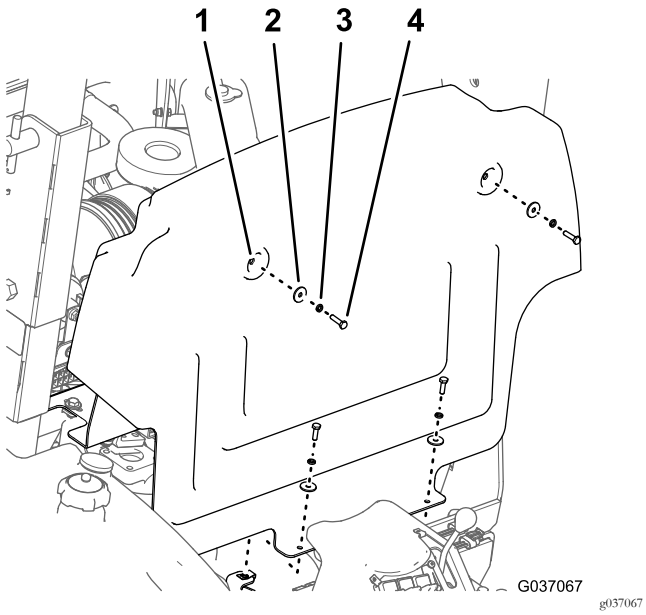

Figur 28
1. Ta bort de fyra skruvarna (6 x 25 mm), fyra låsbrickorna (6 mm) och fyra planbrickorna (6 mm) som håller fast motorväggspanelen på maskinens chassi (Figur 28).
2. Flytta panelen uppåt och framåt och ta bort den från maskinen (Figur 28).
1. Rikta motorväggspanelens fyra hål efter de fyra klämmuttrarna på chassit. Se Figur 28.
2. Fäst motorväggspanelen på maskinens chassi med fyra skruvar, fyra låsbrickor och fyra planbrickor. Se Figur 28.